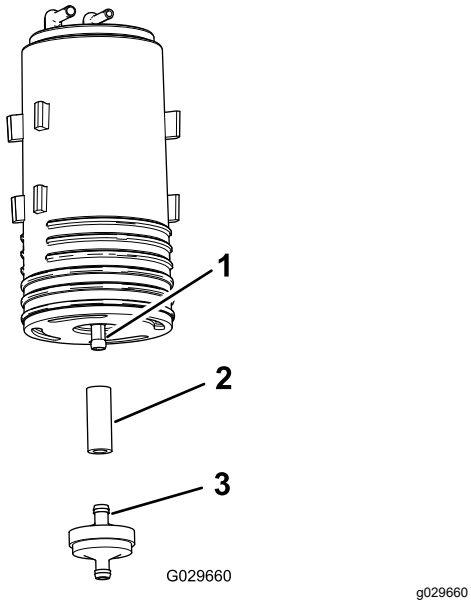

Figura 48
4. Retire o filtro do recipiente de carbono e a secção curta do tubo da união inferior do recipiente de carbono antigo (Figura 48).
5. Instale o tubo na união inferior do novo recipiente de carbono (Figura 48).
6. Insira a união do novo filtro do recipiente de carbono no tubo (Figura 48).